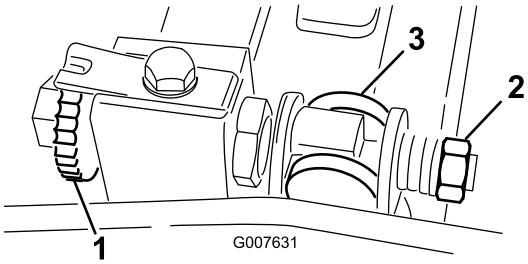

Figur 54
1. Skru justeringsskruen til motstangen mot klokken, til motstålets bakside, vekk fra spolen (Figur 54).
2. Skru ut fjærspenningsmutteren til skiven ikke lenger er strammet mot motstangen (Figur 54).